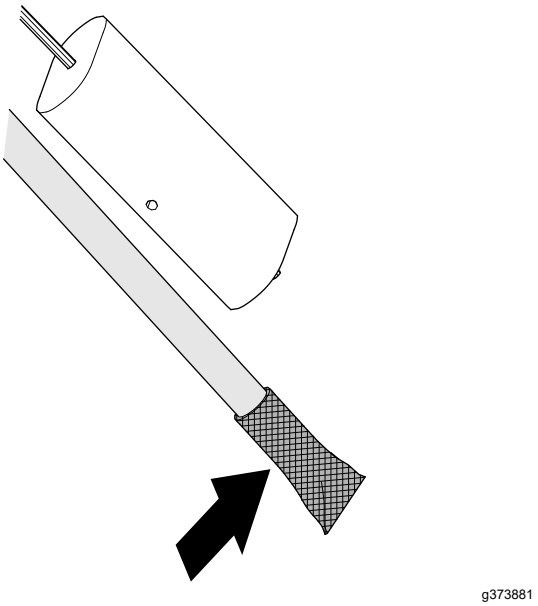

Figuur 92
1. Reinig het scherm aan het uiteinde van de brandstofaanzuigbuis (Figuur 92).